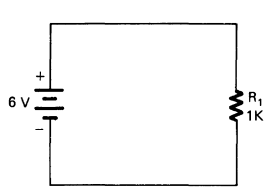

FIGURE 2-3I Simple Resistive Circuit.
17. Construct the circuit illustrated in Fig. 2-3I.
18. Adjust the VOM to the 12 mA range (or equivalent) and connect it into the circuit illustrated in Fig. 2-3I, observing proper polarity. Record the current: _____ mA, or _____ A.